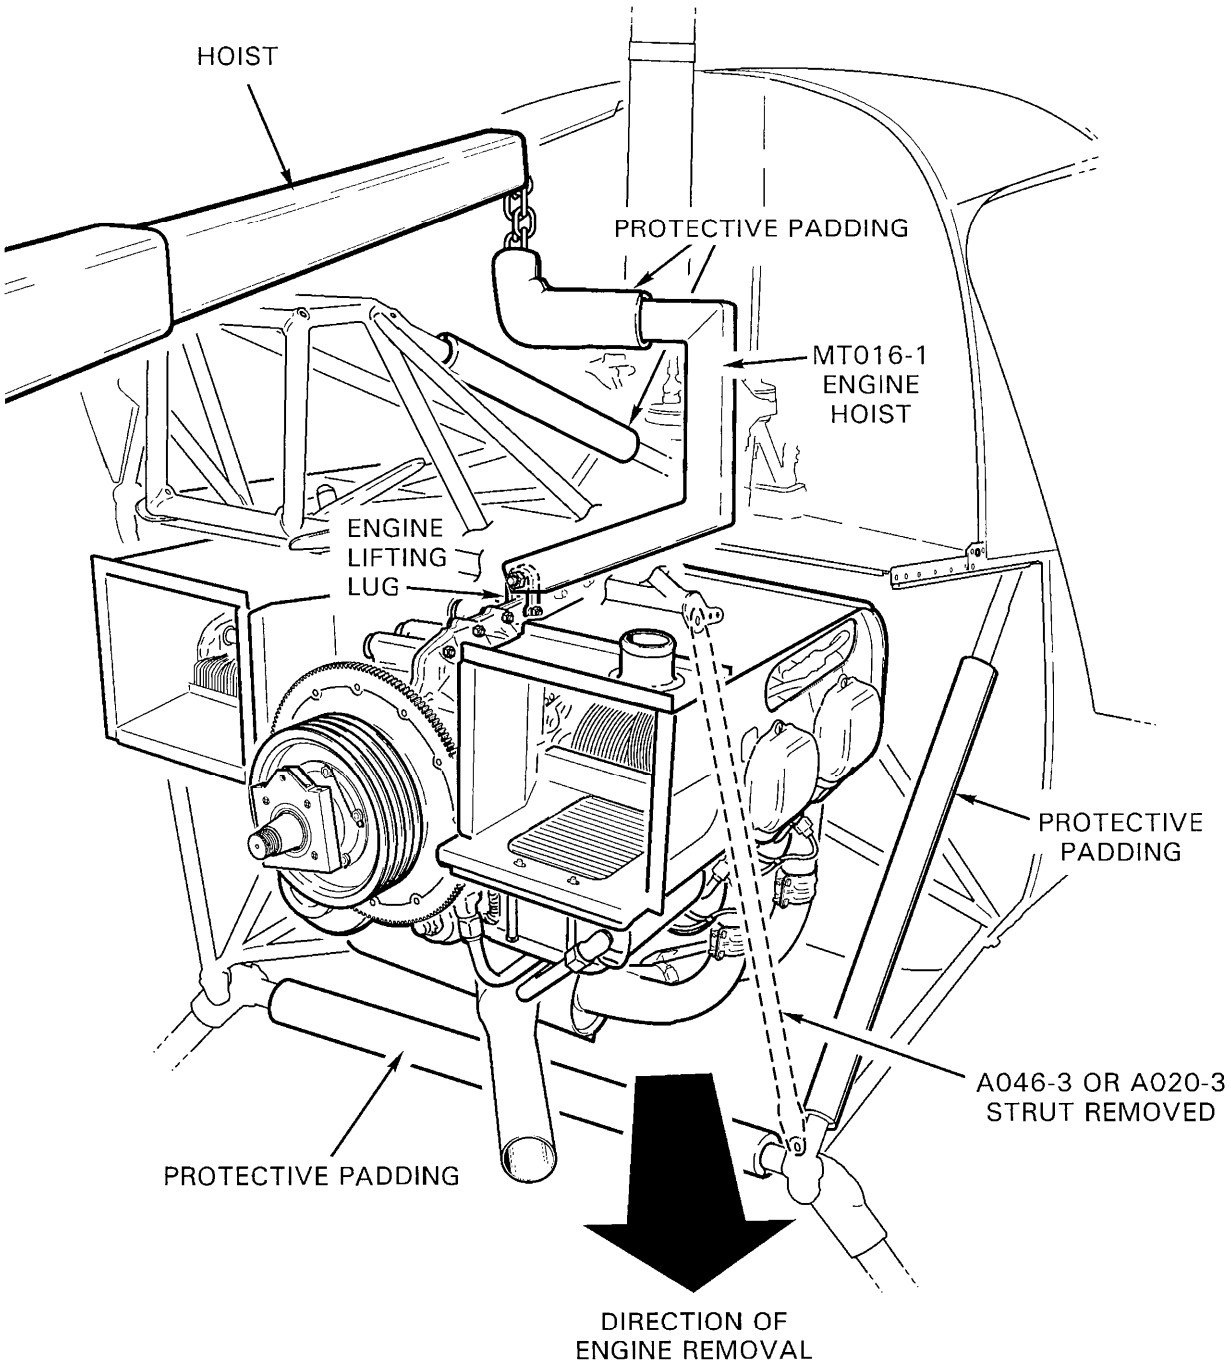

FIGURE 6-1 POWERPLANT REMOVAL
11. Install protective padding per Figure 6-1.
12. Connect MT016-1 "C" fitting to a minimum 500-pound capacity hoist and to engine lifting lug per Figure 6-1. Take up any slack in chain or cable of hoist. Engine mounting pads have shims placed between pads and engine mounts for proper engine alignment. Note shim stack for each mount and record for reinstallation.
15. Remove tubular steel strut at right rear corner of steel tube structure. With a person on each side of engine, carefully remove engine. Vary height of engine as required to clear aft cross tube during removal. Swing engine clear of helicopter. Refer to Figure 6-1.
a) Connect MT016-1 "C" fitting to a minimum 500-pound capacity hoist and to engine lifting lug per Figure 6-1. Carefully hoist engine and swing it into alignment with engine mounting pads.